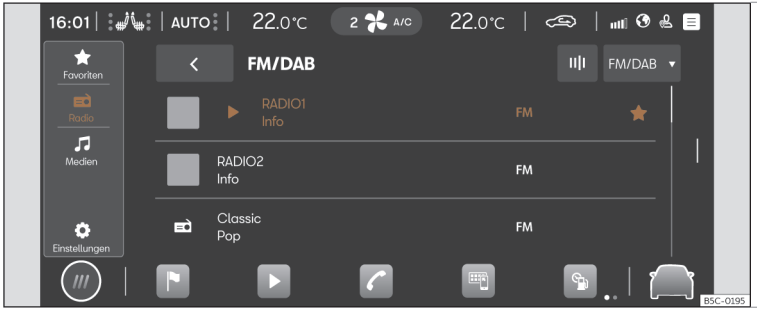

Abb. 134 Schematische Darstellung: Ansicht Radio.
- ▶ > ››› **Abb. 134** antippen.